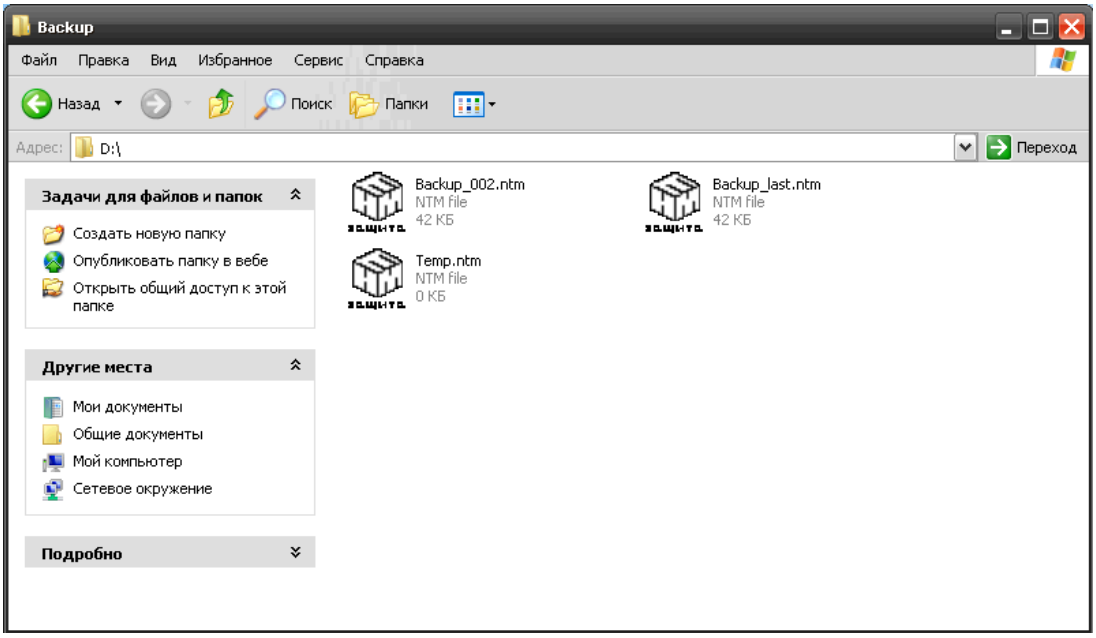

Рис. 2.4 – файлы с расширением *.ntm
3) двойного клика по файлу с данными (расширение *.ntm), рис.2.4.